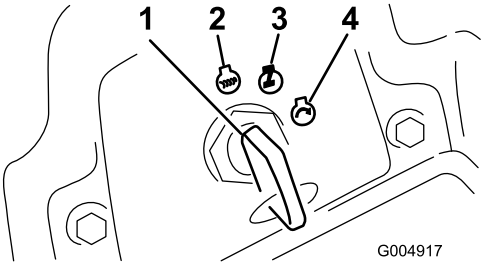

Figur 16
6. Vrid tändningsnyckeln medsols till körläget (Figur 16).
3. Vrid tändningsnyckeln till det avstängda läget (Figur 16). Vänta tills alla rörliga delar har stannat innan du lämnar förarplatsen.